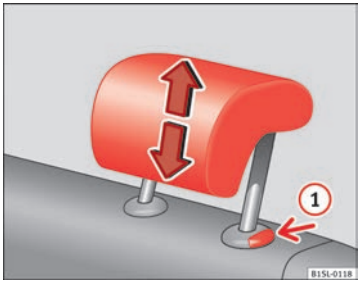

Fig. 32 Dépose de l'appuie-tête arrière.
- Retirez l'appuie-tête complètement en maintenant la touche ⇒fig. 32 (1) appuyée.